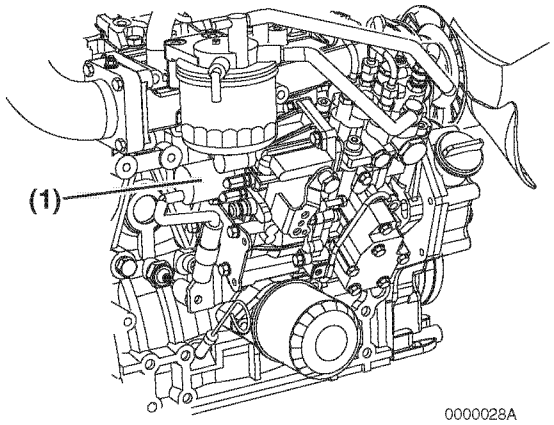

*Figure 19*
When the key is turned to the ON position, the engine stop solenoid **(Figure 19, (1))** is energized and allows the fuel injection pump to deliver fuel to the engine, allowing the engine to be started. When the key is turned to the OFF position, the engine stop solenoid is de-energized and shuts off the fuel supply from the fuel injection pump to the engine, causing the engine to stop.